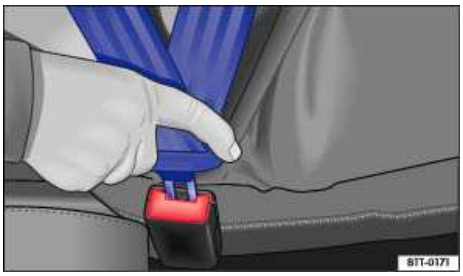

Fig. 53 Inserting the safety belt buckle tongue into the belt buckle.
- Insert the tongue into the correct buckle for your seat until you hear it latch securely ⇒ fig. 53.